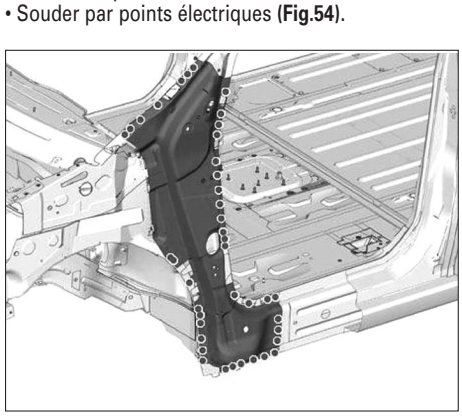

**FIG. 54**
• Souder par points électriques **(Fig.54)**.